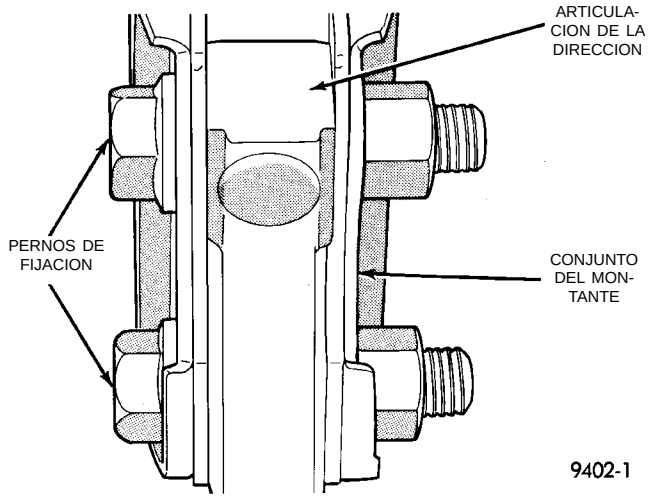

Fig. 25 Desmontaje de los pernos de fijación de la articulación de la dirección al montante
(14) Retire los 2 pernos de instalación de la articulación de la dirección en el soporte de la horquilla del amortiguador del montante (Fig. 25).
(2) Instale nuevamente la articulación de la dirección en el soporte de la horquilla del conjunto del amortiguador del montante (Fig. 25). Instale los pernos de fijación del amortiguador del montante en la articulación de la dirección. **Nota: Los pernos de fijación de la articulación de la dirección en el conjunto del montante son estriados y no deben girar durante la instalación**. Apriete las tuercas de fijación con una torsión de 54 N·m (40 lbs. pie) más 1/4 de vuelta una vez obtenida la torsión indicada en las especificaciones.
(3) Deslice nuevamente el eje de transmisión hacia dentro del conjunto de maza y cojinete delantero. Instale después la articulación de la dirección en el